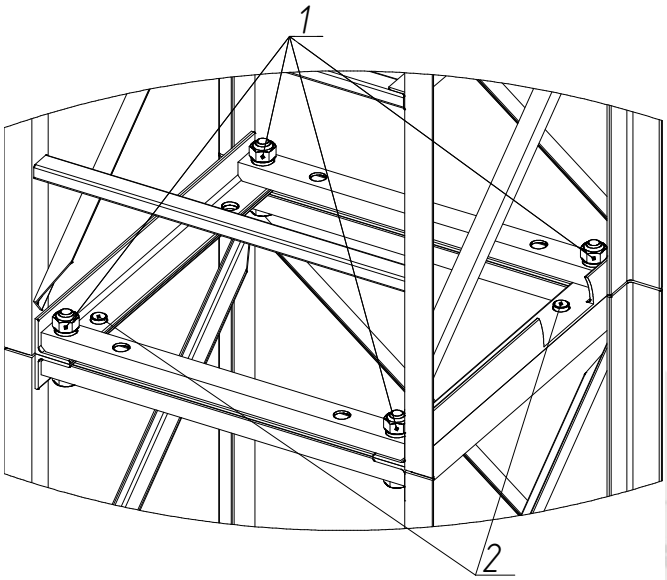

Рис. 20 – Соединение секций рядовых
9.4.8. Установить секции рядовые (рис. 20), скрепляя их между собой при помощи болтовых соединений (1):
- безопасное расстояние *A* (см. рис.20[2]) между боковой стенкой погрузочной площадки вверху двери и любой подвижной частью подъемника при обычном режиме работы составляет не менее 0,85 м или не менее 0,5 м, если номинальная скорость составляет не более 0,7 м/с. Безопасное расстояние *B* (см.22[2]) между стенкой рабочей зоны вверху двери и любой подвижной частью подъемника при обычном режиме работы составляет не менее 0,75 м или не менее 0,4 м, если номинальная скорость составляет не более 0,7 м/с;